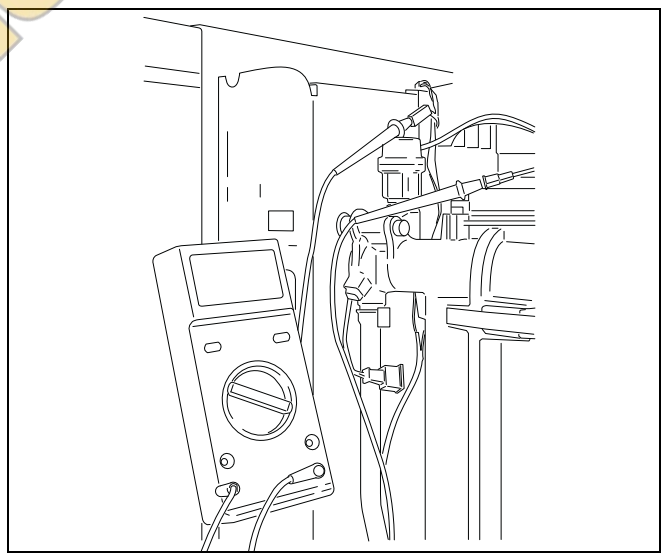

Рис. 36 Измерение тока ионизации
8.2.11 Измерение тока ионизации (→ рис. 36)
- Разъедините штекерное соединение ионизационного электрода и последовательно подключите измерительный прибор (→ рис. 36).